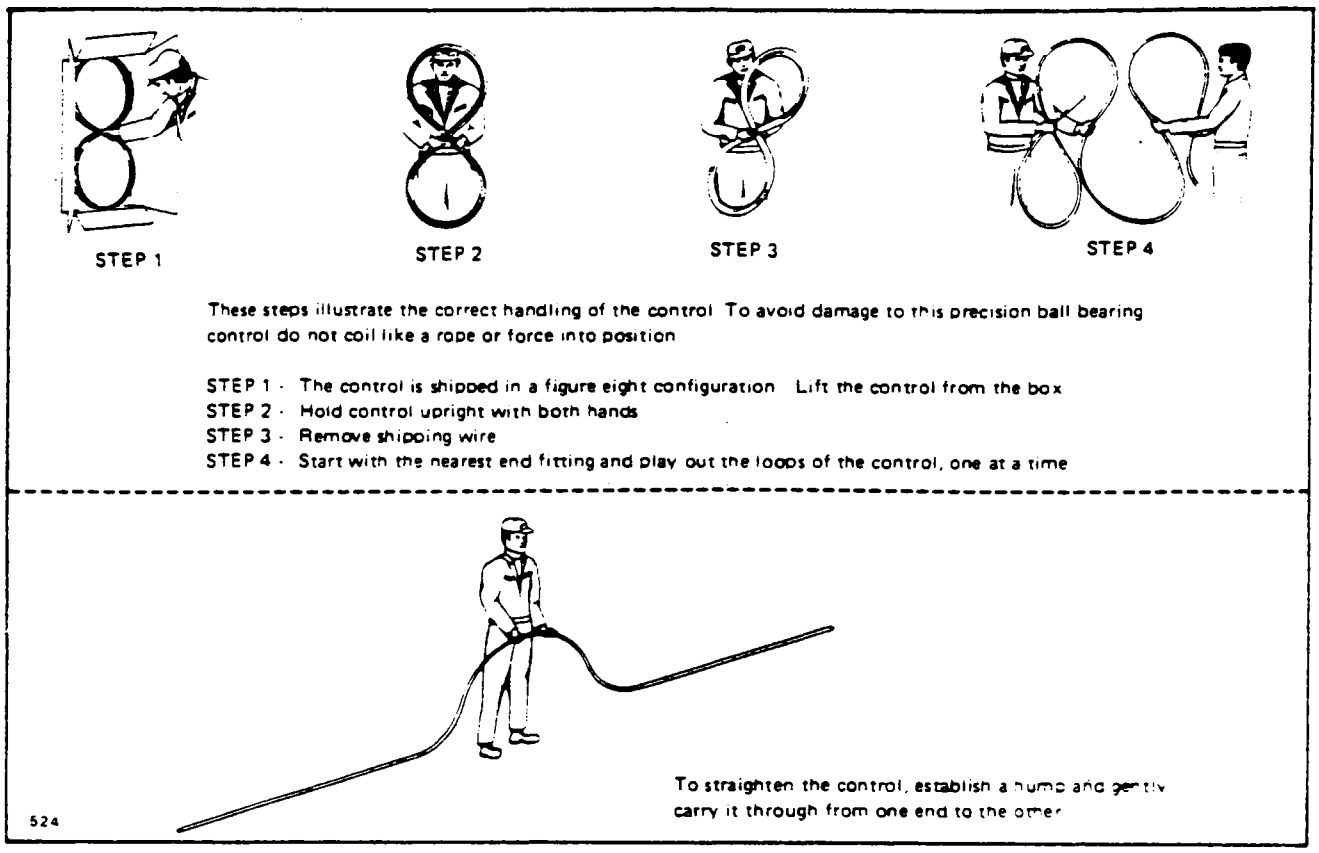

Figure 8A-7. Throttle Control Cable Handling Procedure
8A-44. RIGGING THE POWER LEVER. (Refer to Figure 8A-8.)
e Install rigging template (P/N 51518) with locator pin assembly (P/N 51513). (Refer to Figure 8A-8.)
g. Position the power lever input arm (17) 90 degrees from the pivot pins. (Refer to Figure 8A-8, Sketch A.) Place bolt through lower end of arm and lock in place.
b. Remove the interconnecting rod and rotate fuel control unit input arm (7) fully counterclockwise and then slowly clockwise until the fuel governor cam pick-up point is felt. This point must be 22.5 degrees ± 0.6 degrees indicated on the template. (Refer to Figure 8A-8.)